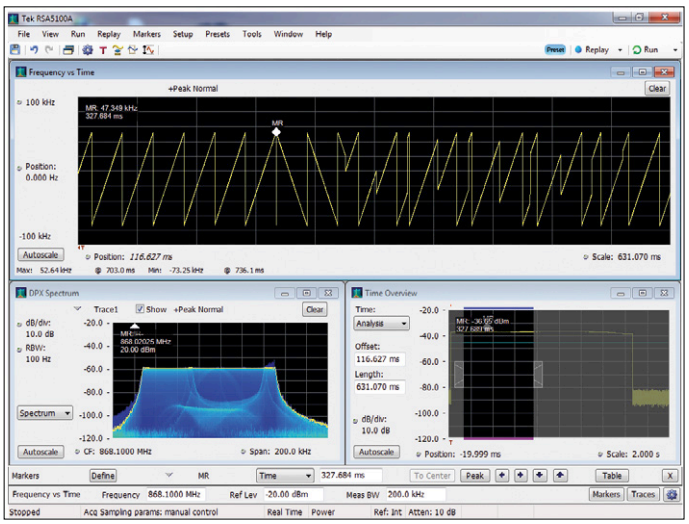

Bild 4. Ein LoRa-Frame, dargestellt von einem Real-time-Spektrumanalyser, hier ein Tektronix RSA5106.
Das klingt recht beeindruckend, doch wie sehen die Details aus? Hier taucht das Problem auf, dass die Details der LoRa-Modulation von Semtech bisher nicht freigegeben wurden. Semtech hat lediglich dem speziellen Modulationstyp einen Namen gegeben: Er trägt die Bezeichnung *Chirp Spread Spectrum*, abgekürzt CSS [2]. Die Analyse eines LoRa-Signals mit einem herkömmlichen Spektrumanalyser ergibt keinen näheren Aufschluss zu CSS. Sichtbar ist lediglich eine Art „Hochebene" mit der Ausdehnung der Bandbreite (BW), die sich um die Trägerfrequenz legt. Das Signal besteht offensichtlich aus einem Träger, dessen Frequenz zeitveränderlich ist, ungefähr wie bei FM. Um etwas tiefer hinter die Kulissen zu schauen, ist ein Spektrumanalyser nötig, der den Frequenzverlauf über eine definierte Zeit messen und darstellen kann. Der Autor konnte auf ein Gerät mit dieser Funktion zurückgreifen, es war ein Spektrumanalyser RSA5106 von Tektronix. Das Ergebnis der Messungen ist in **Bild 4** wiedergegeben. Der Darstellung der Frequenz als Funktion der Zeit lässt sich entnehmen, dass die Frequenz fortlaufend mit konstanter Geschwindigkeit über die gesamte Bandbreite gewissermaßen „schwingt". Außerdem sind Sprünge in dieser Bewegung sichtbar, die auf das Dekodieren der übertragenen Bits hindeuten. Nun ist die Bezeichnung *Chirp Spread Spectrum Frequency Modulation* erklärlich: Wenn das „schwingende" Signal in den Audiobereich transponiert wird und einen Lautsprecher steuert, ist ein zirpendes Geräusch hörbar.